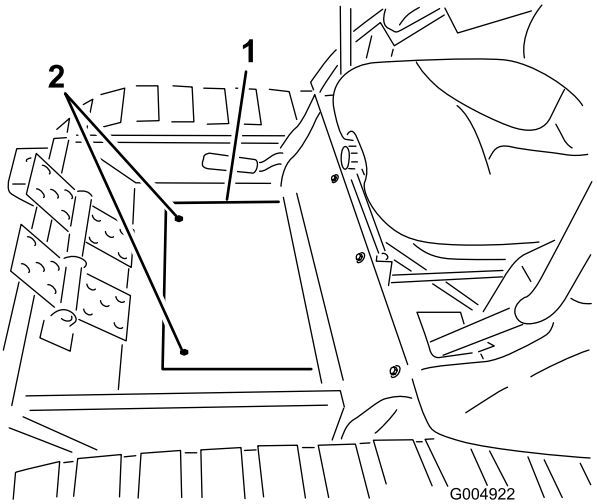

Figur 44
6. Fjern de 2 skruer, der fastgør gulvpladens dæksel til gulvet, og fjern pladen (Figur 44).